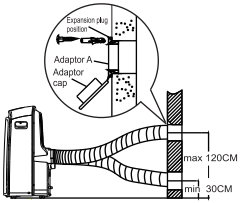

Fig.18
1. Prepare a hole in the wall. Install the wall Exhaust adaptor A onto the wall (outside) by using 4 expansion plugs and wooden screws, be sure to fix thoroughly. (See Fig.18)